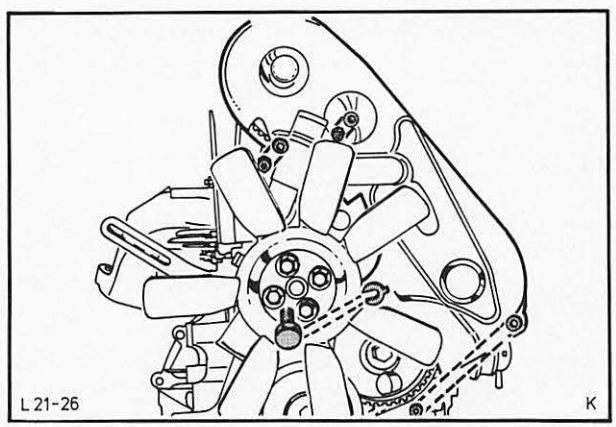

Abb. 308 Zahnriemenschutzblech montieren
15. Zahnriemenschutzblech anbringen, Abb. 308. Keilriemen auflegen und so spannen, daß das Gesamtspiel zwischen Lichtmaschine und Lüfter 13 mm beträgt.